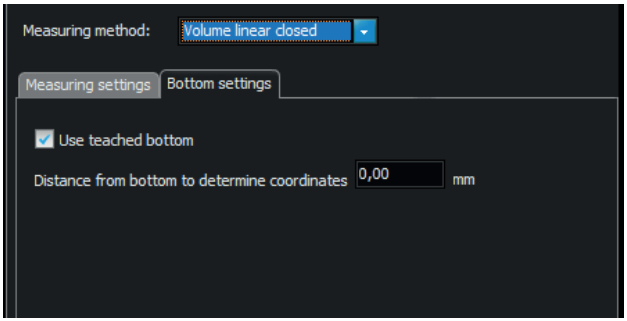

Abb. 30: Bottom settings
- Den Job "Volume linear closed" wählen und unter dem Reiter "Bottom settings" ein Häkchen bei "Use teached bottom" setzen. Bei "Distance from bottom to determine coordinates" einen Wert von ca. 0,5 mm eintragen, um zu verhindern, dass der Boden bzw. Teile davon erfasst werden (s. Abb. 30).